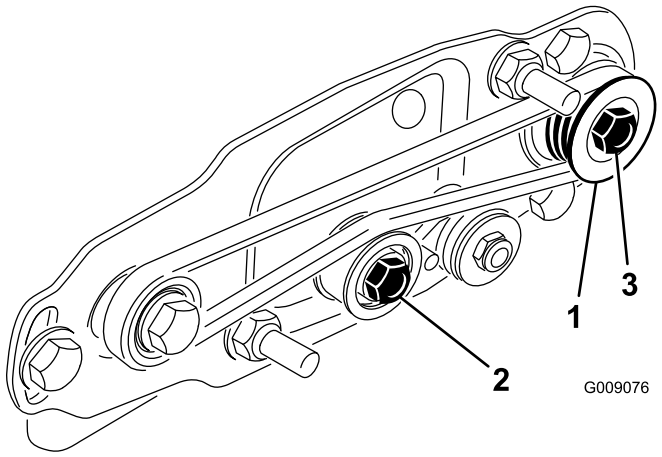
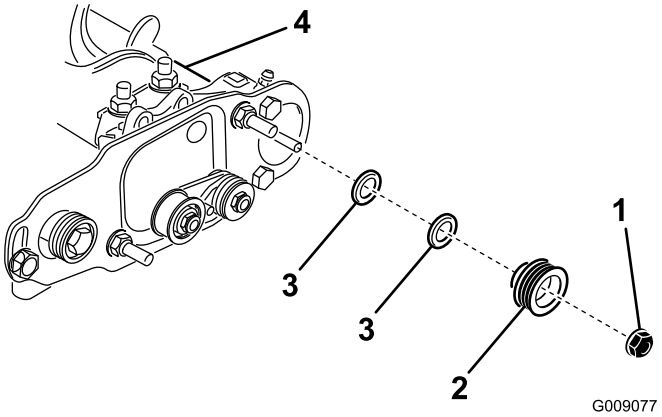

Figur 23
Figur 24
1. Den drevne remskiven (på valsebørsteakselen) kan beveges inn og ut (Figur 23).
2. Roter spolen, som roterer drivremskiven, og løft remmen av drivremskiven (Figur 23).
3. Fjern låsemutteren som fester den drevne remskiven til børsteakselen (Figur 23 eller Figur 24).
4. Fjern den drevne remskiven fra akselen (Figur 24).
5. Hvis remskiven må flyttes utover, legg til et 0,8 mm tykt avstandsstykke (Figur 24). Hvis remskiven må flyttes innover, fjern det innsatte 0,8 mm tykke avstandsstykket.